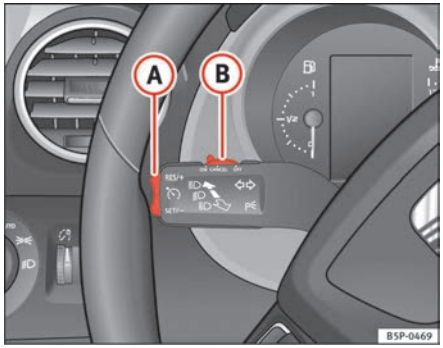

Fig. 149 Indicator and main beam headlight lever: switch and rocker switch for the cruise control
– Press the upper part **RES/+** of the rocker switch ⇒ fig. 149 (A) to increase the speed. The vehicle will continue to accelerate as long as you keep the rocker switch pressed. When you release the switch, the new speed is stored.
Control of the set speed is switched off if you reduce speed by depressing the brake pedal. You can reactivate the control by pressing once on the upper part of the rocker switch **RES/+** ⇒ fig. 149 (A).